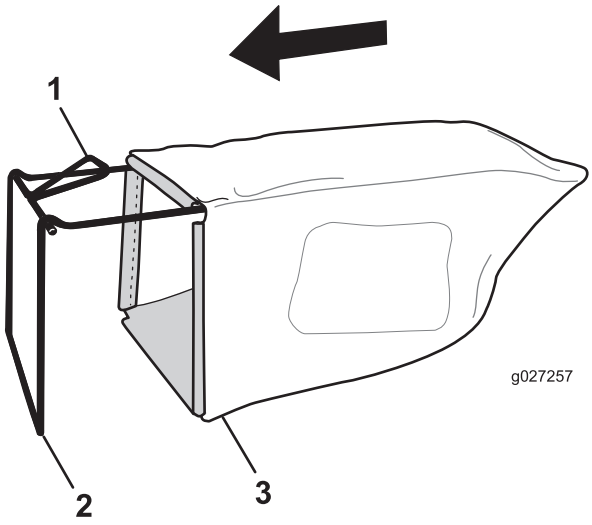

Figure 9
1. Glissez le bac sur l'armature, comme montré à la Figure 9.
Remarque: Ne faites pas passer le bac sur le guidon (Figure 9).